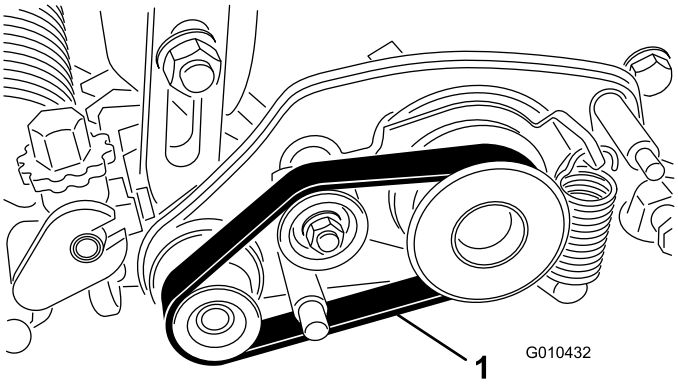

Bild 29
2. Nehmen Sie den Riemen von der Antriebsriemenscheibe, der Spannscheibe und der Riemenscheibe ab (Bild 29).